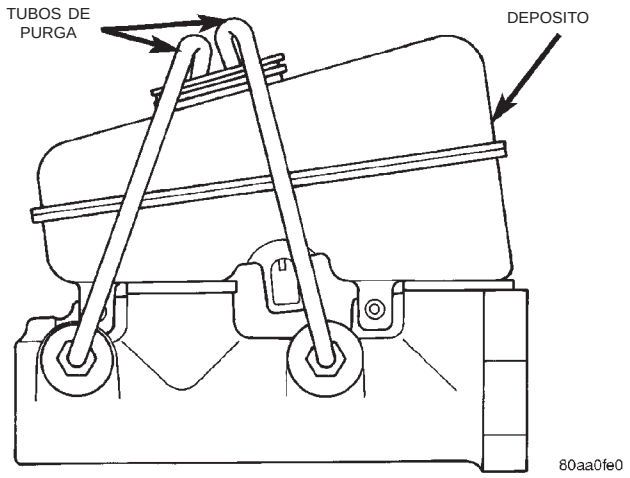

Fig. 12 Purga del cilindro maestro–Característica
(1) Coloque el cilindro maestro en una mordaza.
(2) Fije los tubos de purga a los orificios de salida del cilindro. Luego coloque los extremos de cada tubo dentro del depósito (Fig. 12).
(3) Llene el depósito con líquido de frenos nuevo.
(4) Oprima los pistones del cilindro hacia adentro con la espiga de madera. Luego suelte los pistones y permita que retornen por la presión del muelle. Repita esta operación hasta que no aparezcan más burbujas de aire en el líquido.